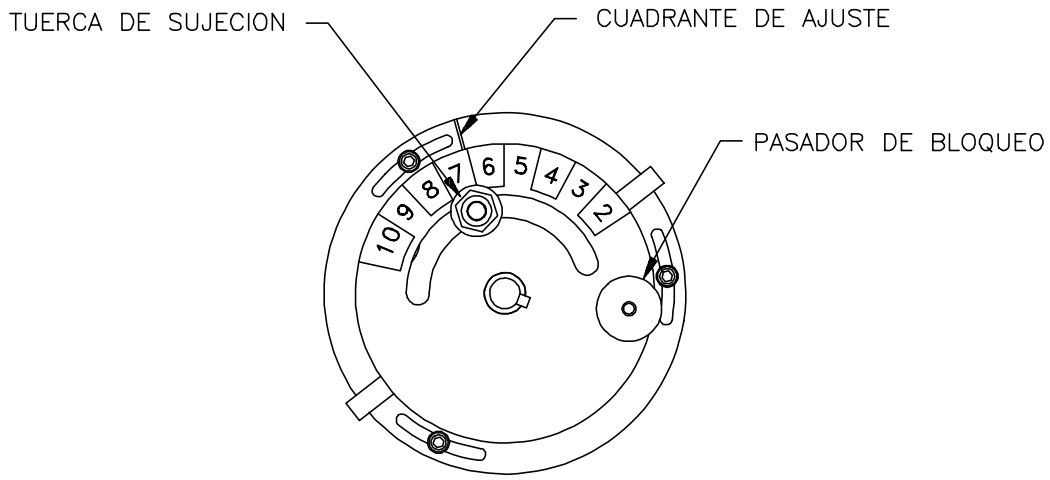

FIGURA 14
1) Afloje la tuerca de sujeción del ajuste de la bomba, tire del pasador de bloqueo y gire el cuadrante de ajuste 2-10 hasta que señale el número apropiado. (Vea la figura 14).